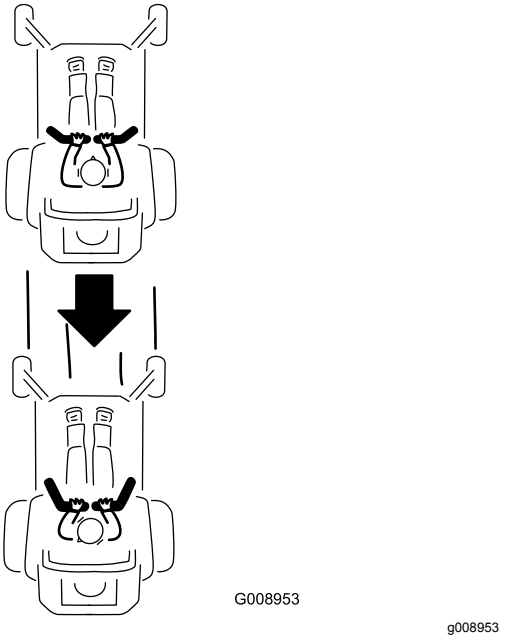

Figur 27
2. Bak ved langsomt at trække bevægelseshåndtagene bagud (Figur 27).